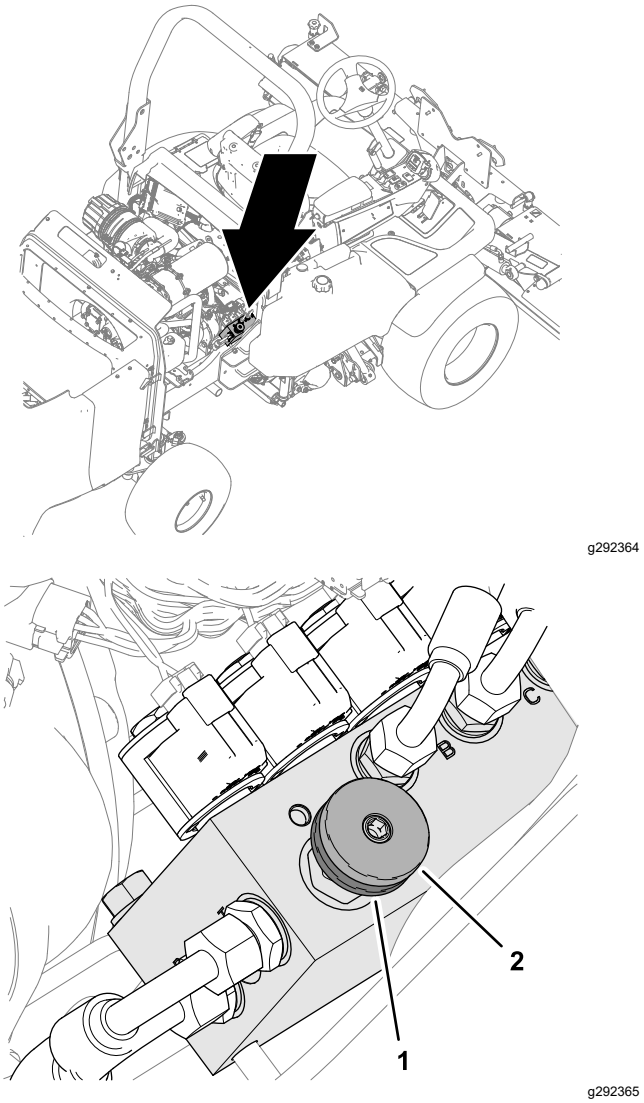

Figur 31
2. På maskinens högra sida lossar du låsratten på viktöverföringens grenrörshus och vrider den ett halvt varv moturs samtidigt som du håller fast handhjulet (Figur 31).
3. Vrid handhjulet för viktöverföringen (Figur 31) enligt följande:
4. Dra åt låsratten (Figur 31).